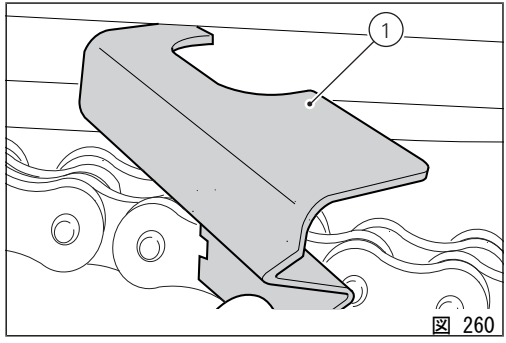

図 260
チェーン張力ゲージ (1) を下側チェーンスライダー中央固定位置のスイングアームとチェーンスライダーの間に挿入します(図 260)。